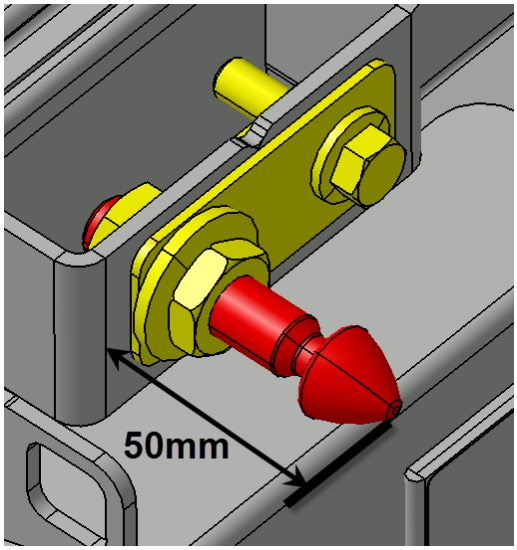

FIGURE 115:
11. Avant le premier essai de fermeture complète de la porte, assurez-vous que la goupille d'alignement/verrouillage n'excède pas plus de 2" (50mm) de son support. (Figure 115:). Des dommages peuvent subvenir à la porte si cette condition n'est pas respectée.